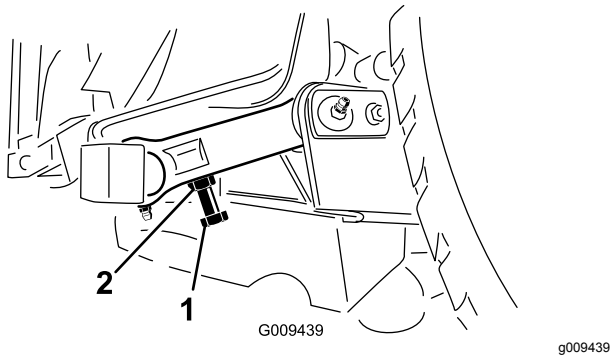

Figuur 27
3. Om de afstand in te stellen, gaat u naar de afstelbout op de achterste scharnierverbinding van het maaidek (Figuur 27).